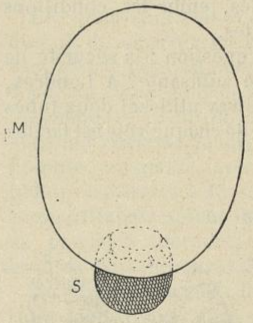
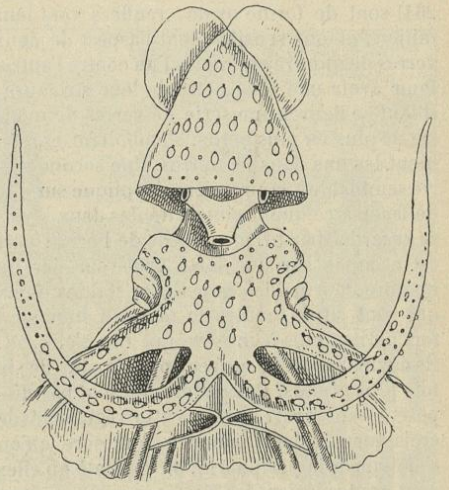

Fig. 263. — Vue schématique externe d'une tache phosphorescente.
Fig. 265. — Vue verticale du corps d'*Histioteuthis Ruppellii*.
On ne connaît encore que trois espèces appartenant à ce genre (fig. 265) représentées par des échantillons fort rares dans les musées d'Europe et d'Amérique. On comprend les difficultés qu'il y a, pour les naturalistes, de pouvoir observer pendant leur vie des animaux qui vivent à de grandes profondeurs sous les eaux de la mer. Seul, un zoologiste italien, Verany, auteur d'un grand travail sur les céphalopodes de la Méditerranée, a eu jusqu'à présent cette bonne fortune. Un jour que Verany était sur un bateau en pleine mer, un pêcheur lui montre un *Histioteuthis* accroché au filet; on saisit l'animal et on le plonge dans un baquet d'eau. « C'est dans ce moment, dit Verany (2), que je jouis du spectacle étonnant des points brillants qui parent la peau de ce céphalopode déjà si extraordinaire par ses formes; tantôt c'était l'éclat du saphir qui m'éblouissait; tantôt c'était l'opalin des topazes, qui le rendait plus remarquable; d'autres fois ces deux riches couleurs confondaient leurs magnifiques rayons. Pendant la nuit, les points opalins projetaient un éclat phosphorescent : ce qui fait de ce mollusque une des plus brillantes productions de la nature ». Après la lecture d'un récit aussi enthousiaste, fait par un naturaliste tel que Verany, il ne
Les points brillants dont parle Verany sont assez régulièrement distribués sur la surface du corps; on les retrouve très nombreux, en cercles concentriques, autour des yeux qui sont énormes, puis sur les bras où ils vont en décroissant de taille en s'approchant de l'extrémité (fig. 265). C'est dans ces points qu'on doit voir les organes de la phosphorescence ainsi que vient de le montrer, dans un fort intéressant travail (1), M. le docteur Joubin, professeur de zoologie à la Faculté des sciences de Rennes, qui, au cours de recherches entreprises en vue d'établir la faune des céphalopodes sur le littoral français, a eu l'heureuse chance de pouvoir se procurer un superbe échantillon d'*Histioteuthis* pêché à Nice. C'est un céphalopode de grande taille mesurant plus de 1 mètre depuis l'extrémité de la nageoire terminale jusqu'au bout des bras.
Chacun des organes lumineux se compose d'une tache ovale (M. fig. 263) de couleur bleuâtre et légèrement irisée, dont le grand axe est orienté parallèlement à la direction antéro-postérieure du corps (fig. 265). Les plus grandes de ces taches, situées sur le corps, le tour des yeux et la tête, ont 8mm de long sur 5mm de large. Celles des bras deviennent de plus en plus petites en s'approchant de l'extrémité, où elles mesurent 3mm à peine dans leur plus grande dimension.
Au bas de la tache, à peu près au point où serait le foyer de l'ellipse qui en forme le contour, s'attache suivant une petite aire transparente, une petite masse sphérique de couleur noire que l'on aperçoit à travers la peau où elle est enfouie (S, fig. 263). L'axe de cette sphère (diamètre passant par le point d'attache) est très oblique par rapport à la tache ovale, dont la surface est légèrement concave.